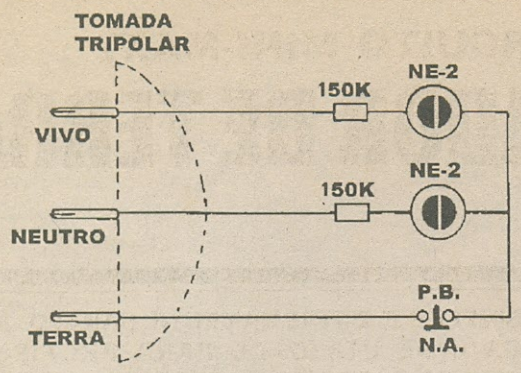

Fig. 1
- FIG. 1 - DIAGRAMA ESQUEMÁTICO DO CIRCUITO - *Ridiculamente* simples! Dois conjuntos série, cada um formado por uma lampadinha de Neon tipo NE-2 e pelo respectivo resistor de limitação, no valor de 150K (parâmetro que torna possível a utilização segura da **TETÉ** tanto em rede de 110 quanto de 220 volts...). Cada um desses *ramos* do circuitinho está, numa de suas extremidades, ligado a um dos pinos *redondos* do plugue tri-polar. As outras extremidades dos dois conjuntos, reunidas, são levadas ao pino *chato* (teoricamente correspondente à conexão de "terra real"...) através do único controle existente no dispositivo: um simples interruptor de pressão tipo Normalmente Aberto... Nada mais, porque nada mais é preciso...! Conforme veremos mais à frente, a quantidade irrisória de compo-nentes, bem como o pequeno tamanho das poucas peças, permitirá até seu *embutimento* dentro do próprio plugue tri-polar (se as dimensões gerais do corpo deste não forem muito restritas - como normalmente *não são*...), ou então o acondicionamento num mini-*container* que poderá ser simplesmente colado nas *costas* do dito plugue, mantendo o conjunto miniaturizado, portátil e de uso muito prático e fácil (o eletricista pode levar a **TETÉ** no bolso...).